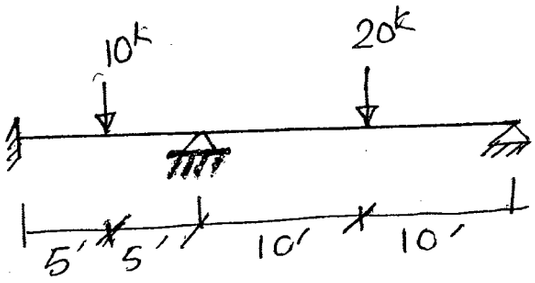

Fig 8:
6. (a) Analyze the beam shown in Fig. 8 using flexibility method and draw shear force and bending moment diagrams. Neglect axial deformation. I = 2000 in^4 (both spans); E = 3000 ksi. **(23⅔)**